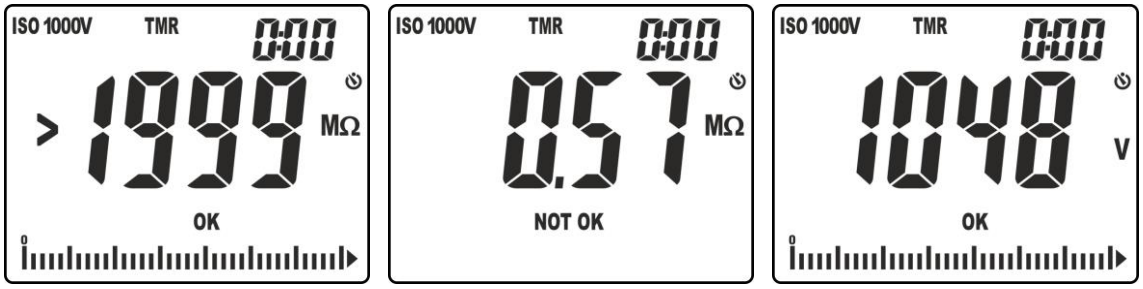

Fig. 21: Resultados da medição do isolamento no modo TMR
9. No ecrã da Fig. 21 – parte esquerda aparece o valor da resistência de isolamento (o símbolo "**>1999**" indica a condição de fora de escala) no final da medição com resultado positivo "OK" (valor superior ao patamar configurado). No ecrã da Fig. 21 – parte direita aparece o valor da resistência de isolamento no final da medição com resultado negativo "NOT OK" (valor inferior ao patamar configurado)